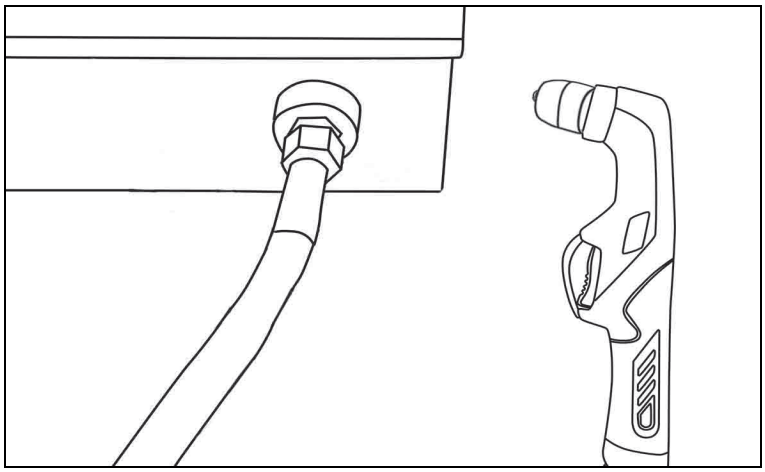

Рис. 4. Подключение разъема горелки (плазмотрона)
4. Подсоедините разъем плазмотрона как указано на рис.4 и 5